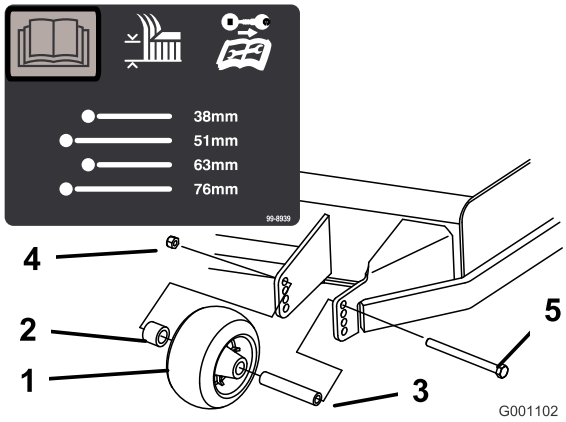
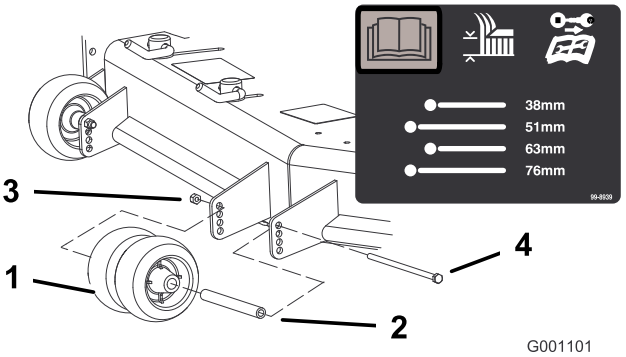
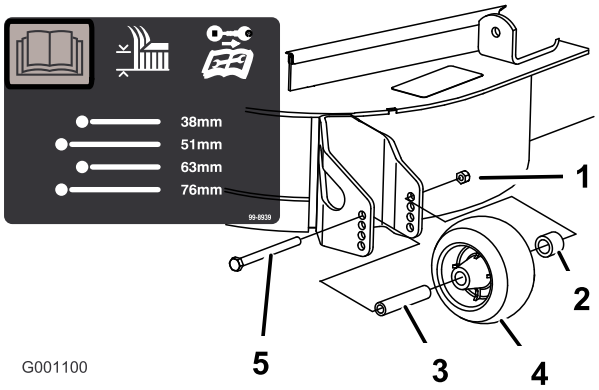

Figur 17
Figur 18
Figur 19
3. När du har ställt in klipphöjden kan du justera valsarna genom att ta bort flänsmuttern, bussningen, distansbrickan och bulten (Figur 17, Figur 18 och Figur 19).
Obs: De två mellersta valsarna kommer inte att ha en distansbricka (Figur 18).
5. Montera flänsmutterns bussning, distansbricka och bult. Dra åt till ett moment på 54–61 Nm (Figur 17, Figur 18 och Figur 19).